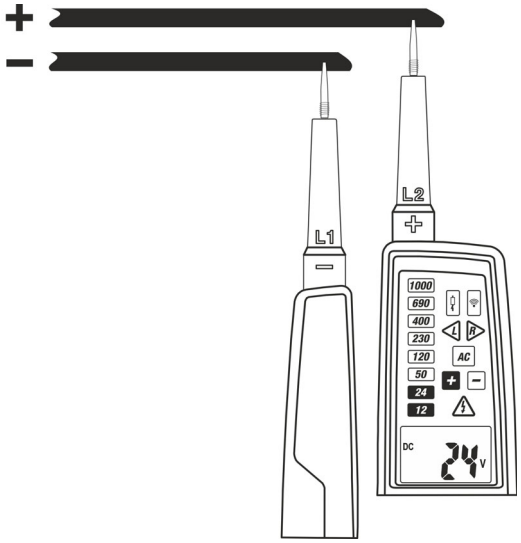

Fig. 4: Medição de Tensão CC
2. Ligar as ponteiras **L1** e **L2** ao objeto em teste (ver Fig. 4). A medição é executada **apenas com contacto direto das ponteiras com a parte metálica dos condutores**
4. Se o LED “-“ estiver aceso significa que a tensão medida tem polaridade oposta à da ligação apresentada na Fig. 4